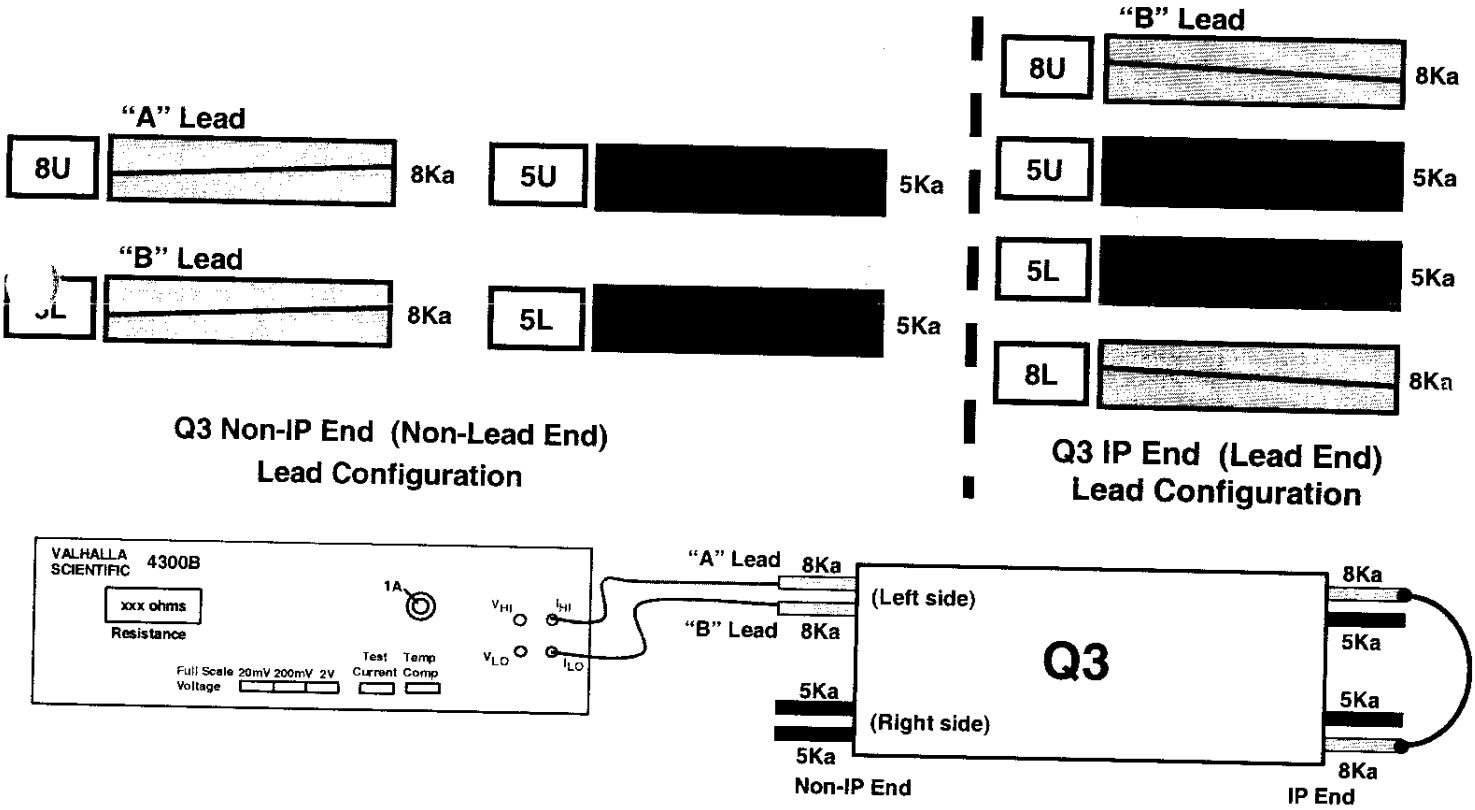

Figure 23.1-A
6. Connect I_{HI} to "A" Lead as shown in figure 23.1-A.
7. Connect I_{LO} to "B" Lead as shown in figure 23.1-A.
11. At the IP End, jumper the 8Ka leads as shown in Figure 23.1-A.